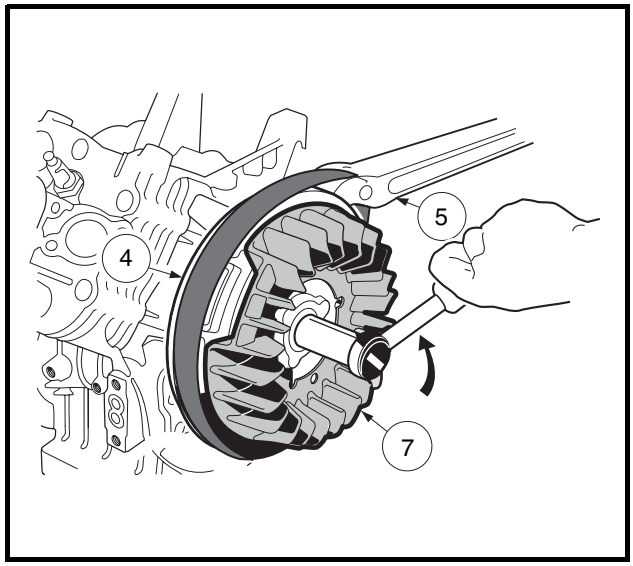

Figure 13-10 Flywheel Nut
3. Hold the flywheel (4), not the fan (7), with a strap wrench (5) and, using a 25 mm socket, remove the flywheel nut (and flat washer) by turning it counterclockwise **(Figure 13-10, Page 13-8)**. **See following CAUTION.**